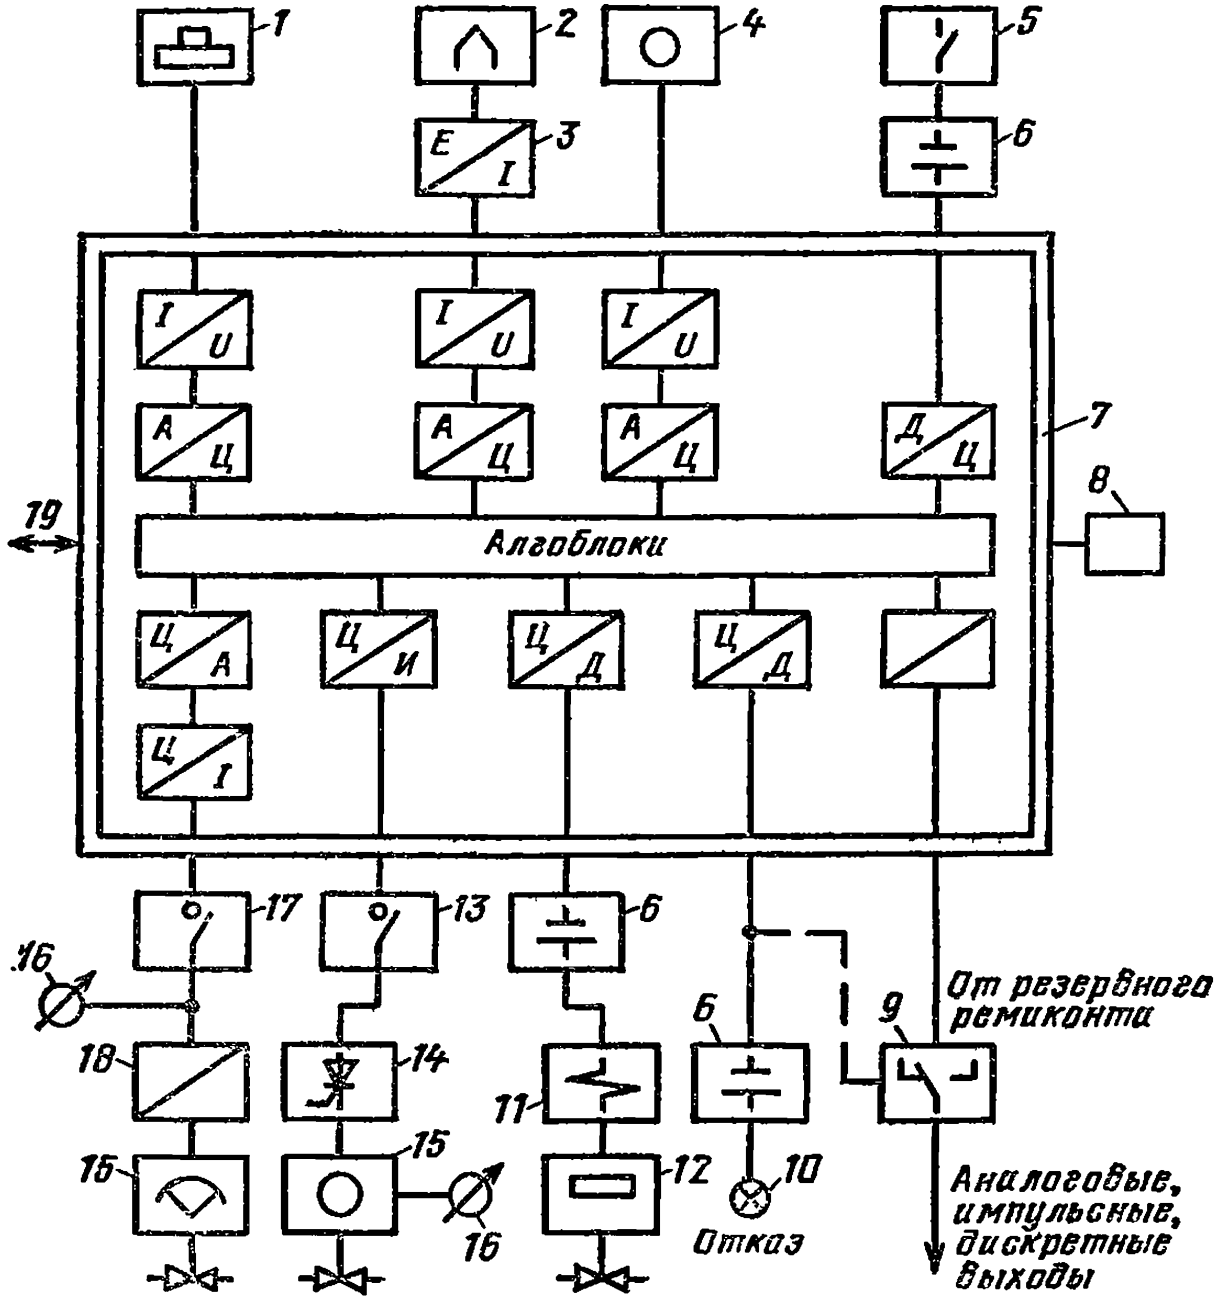

Рис. 10.12. Структурная схема АСР на базе Ремиконта:
10.1. Как прочитать канал регулирования от токового датчика *1* на рис. 10.12?
10.2. Расшифровать элемент *3* на рис. 10.12
10.3. Что означают буквы *D* и *Ц* в изображении преобразователя в канале от дискретного датчика *5* на рис. 10.12?